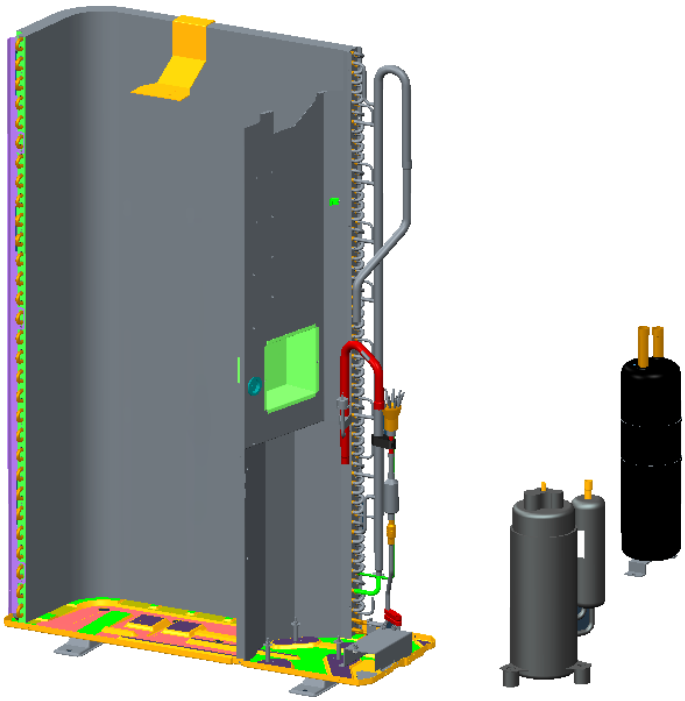

Fig.13
- Remove the connection wire of compressor.[**See Fig.13**]